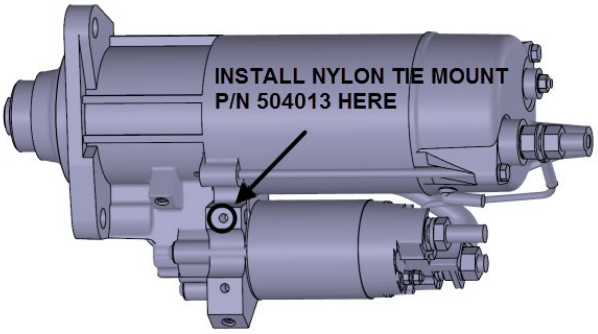
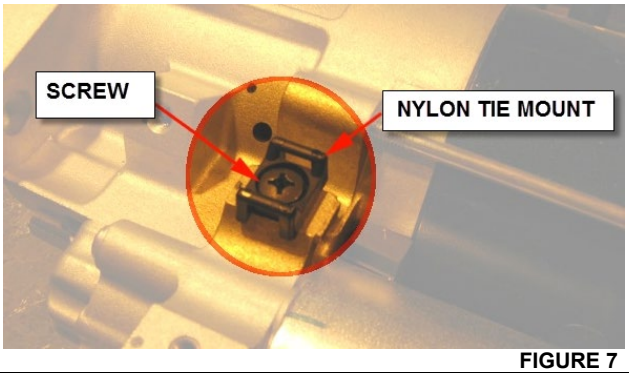

FIGURE 6
FIGURE 7
e) Install a nylon tie mount p/n 504013 on the starter. Refer to FIGURE 6 for proper location. Secure the nylon tie mount with one screw *p/n 502817* (FIGURE 7).